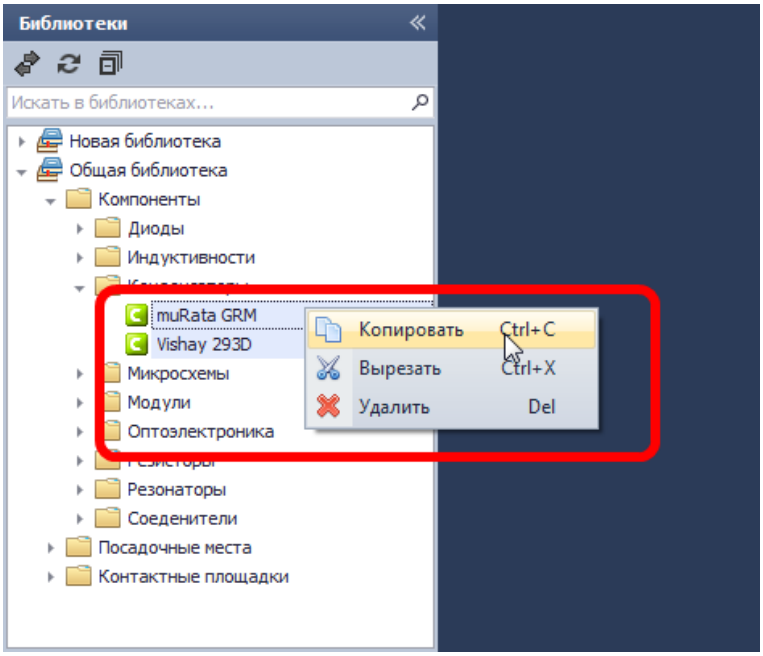

Рис. 316. Копирование элемента
2. Вызвать контекстное меню и выбрать пункт «Копировать» («Вырезать»), см. Рис. 316.